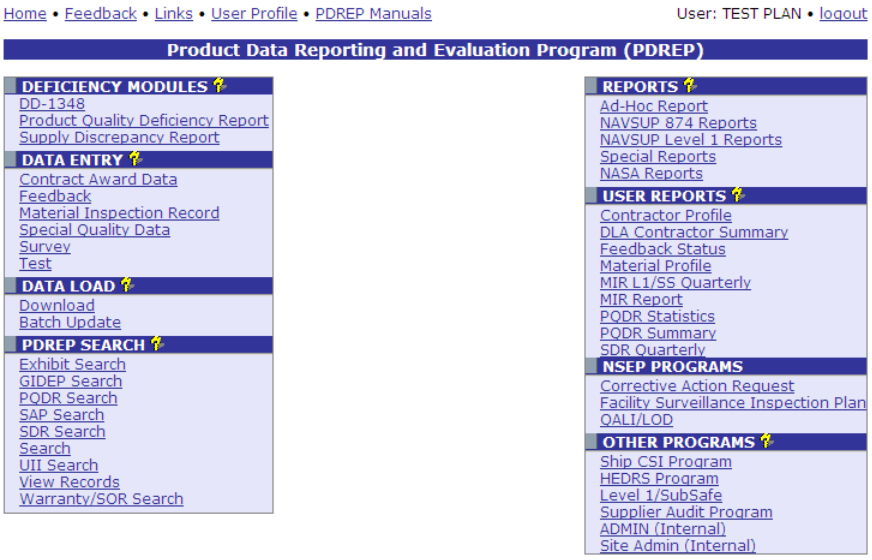

Figure 5.1
a. From the PDREP Main Menu (Figure 5.1), click the Special Quality Data link. If the Special Quality Data link does not appear on the PDREP Main Menu, the user should call the Customer Support Desk to ensure proper access privileges have been requested or to update their user profile. Links on the PDREP Main Menu only appear if the user has been granted access to that module in their user profile. The Customer Support Desk can assist in adjusting profiles to match the user's needs. See Section 2 for additional information about User Profiles.